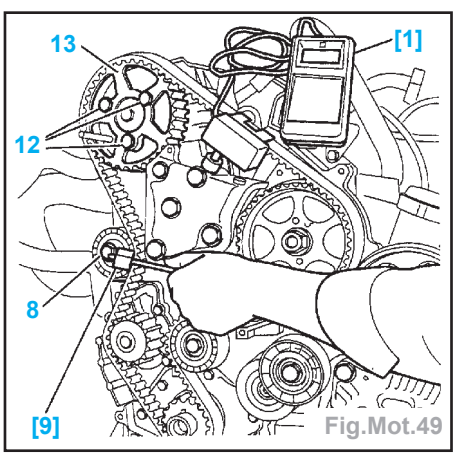

Fig.Mot.49
- Mettre en place l'outil [1] (Fig.Mot.49).